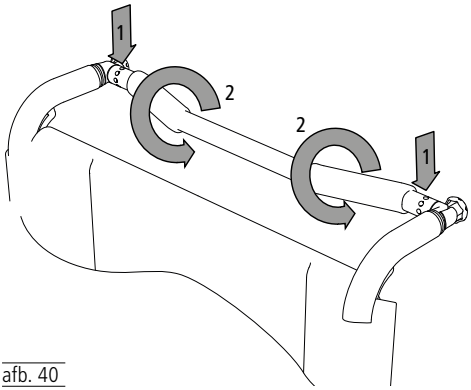

afb. 40
1. Draai hiervoor beide inbusbouten (links / rechts) (1, afb. 40) helemaal los en verwijder ze.
2. Plaats vervolgens de duwstang in een voor positie die voor u comfortabel is (2, afb. 40). Draai vervolgens de bouten weer vast.